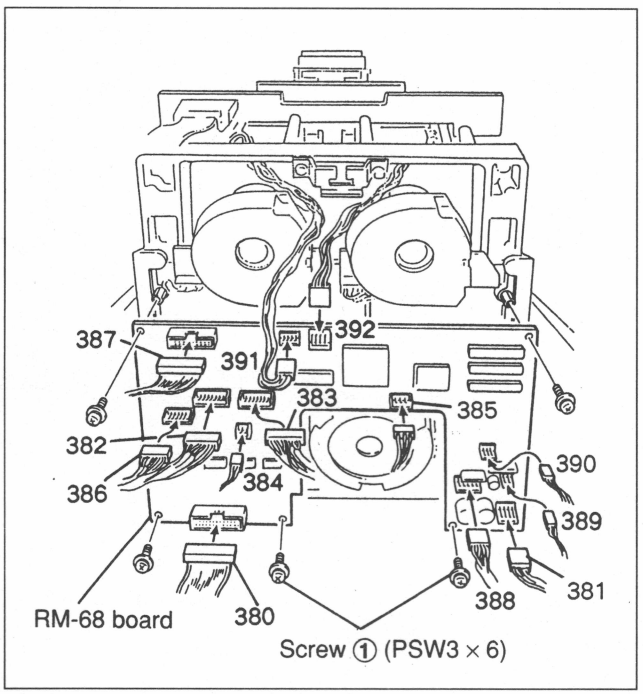

Fig.7-21-2 RM-68 Board Removal
5. RM-68 Board Removal (Fig. 7-21-2)